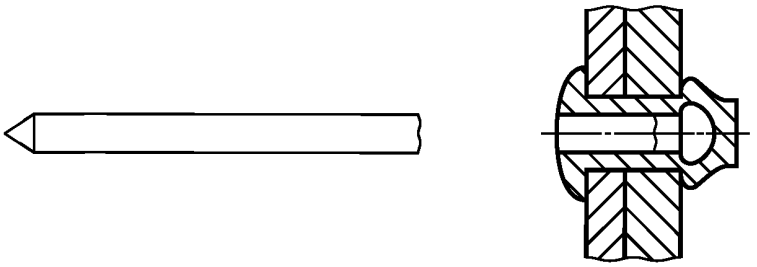

Рисунок 13 — Закрытый конец
2.3.3 **закрытый конец** (closed end): Корпус заклепки, конец которого закрыт и остается закрытым после установки заклепки (рисунок 13).